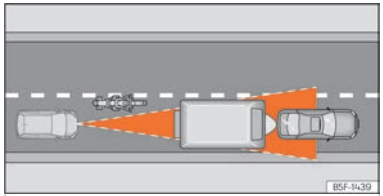

Fig. 121 Motorcyclist ahead out of range of the radar sensor.
- Vehicles that are not aligned while driving or that are outside the sensor's detection area, such as motorcycles ››› Fig. 121.